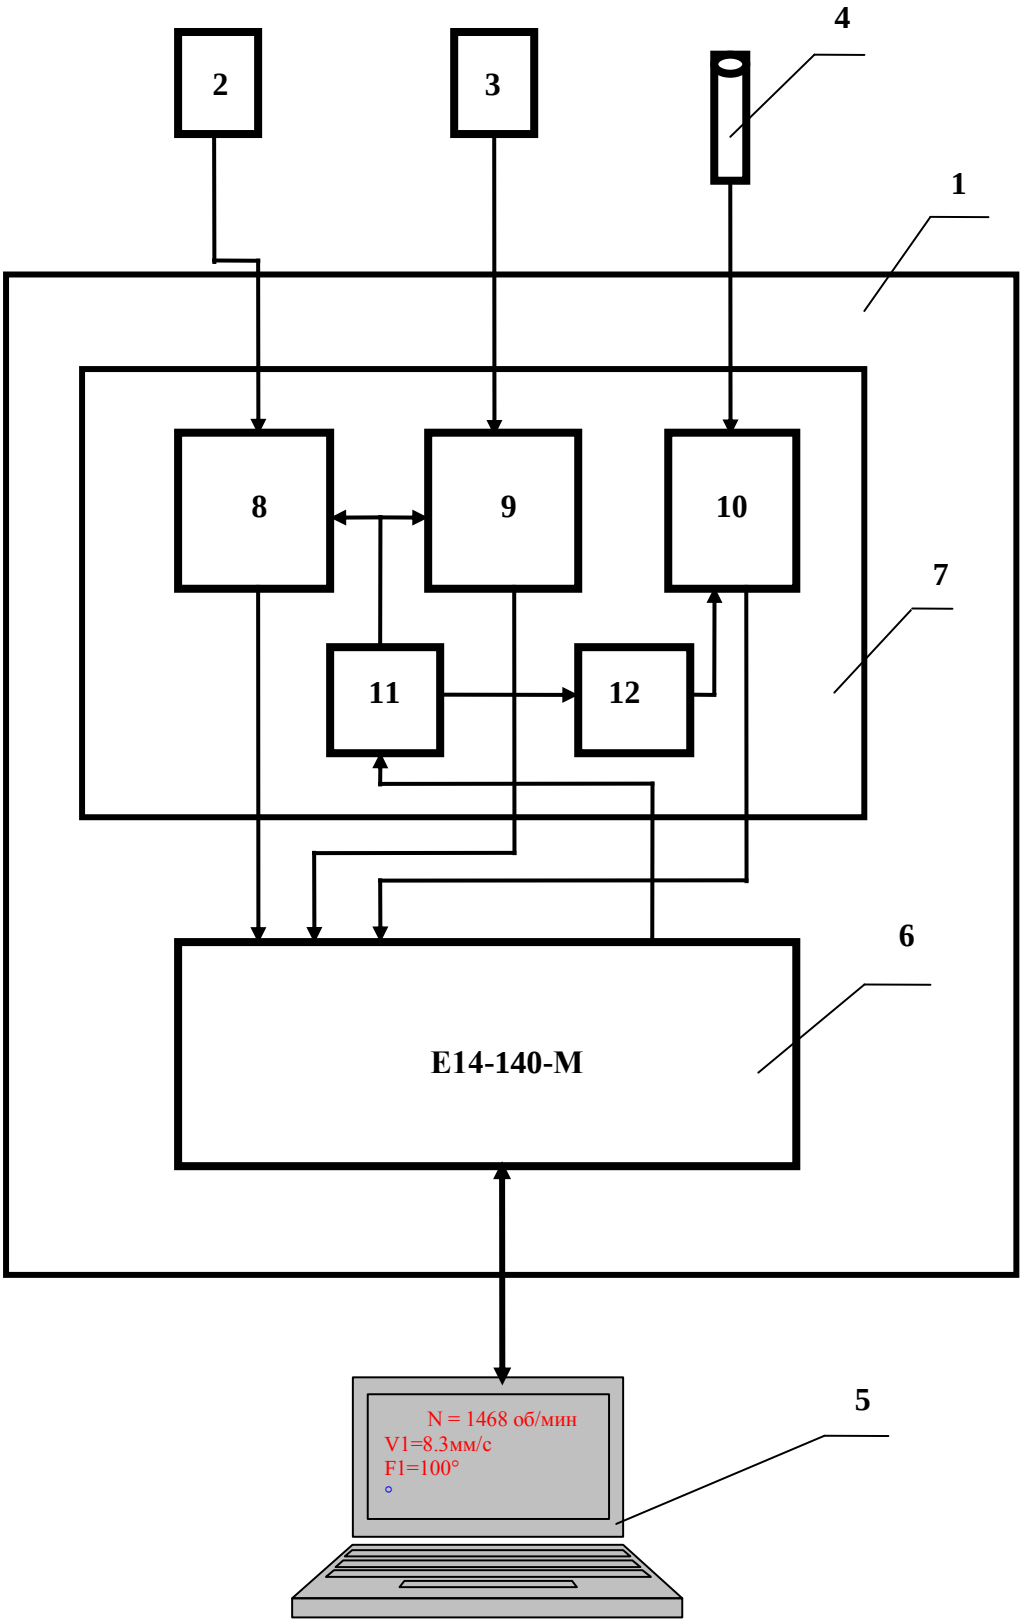

Рис. 4.3. Функциональная схема прибора «БалКом-1».
4.2. Функциональная схема прибора приведена на рис. 4.3.